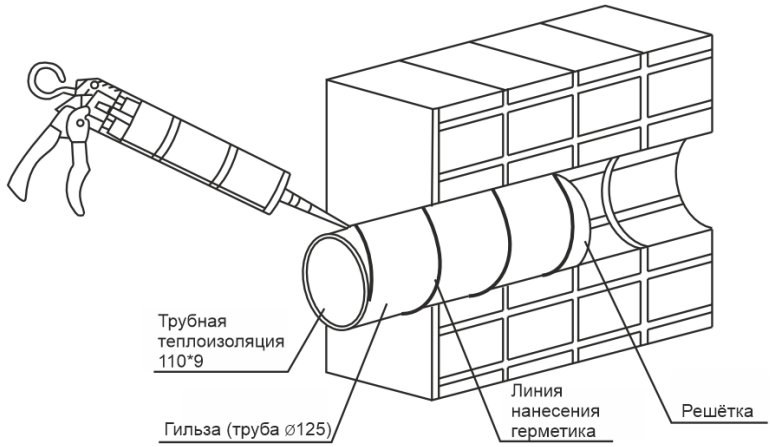

Рис. 4 Вариант установки гильзы с нанесением герметика
2. Нанести на гильзу герметик (см. рис. 4)